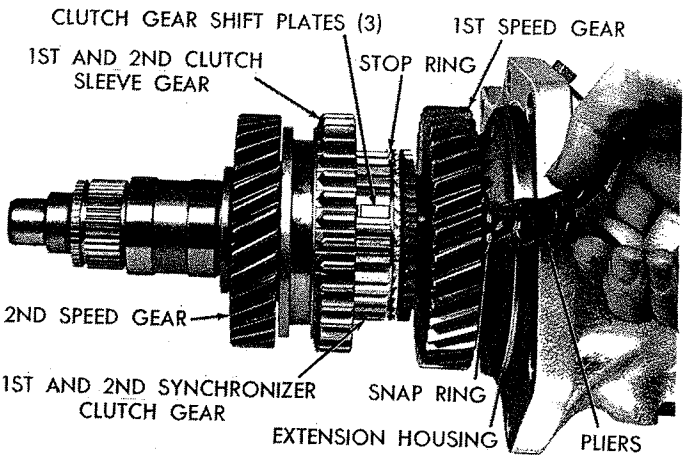

***Fig. 13—Removing or Installing Rear Bearing Snap Ring—Front***
(6) Slide 3rd speed gear and stop ring off the mainshaft. (Do not separate 3rd and 4th speed synchronizer clutch gear, sleeve, shift plates or springs unless inspection reveals a replacement part is required.)
(7) Using long nose pliers, compress snap ring that retains mainshaft rear bearing in the extension housing (Fig. 13).